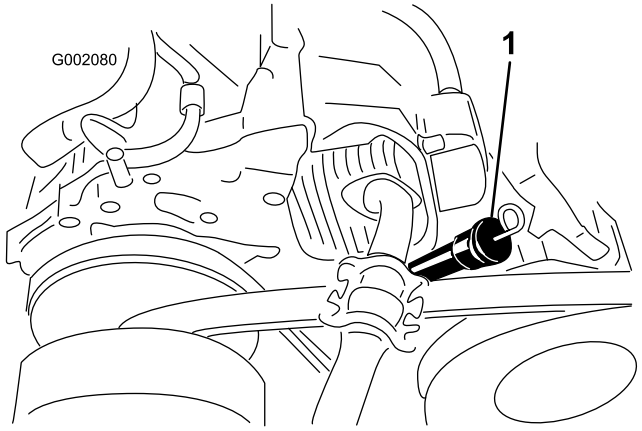

Figur 16
3. Använd en trasa och gör rent runt påfyllningspipen (Figur 16) så att smuts inte kan ramla ner i pipen och skada motorn.
4. Ta bort oljestickan och torka av änden (Figur 16).
5. Stick ned oljestickan helt i påfyllningspipen och se till att den sitter fast ordentligt (Figur 16).
8. Sätt ned oljestickan så att den sitter ordentligt (Figur 16).